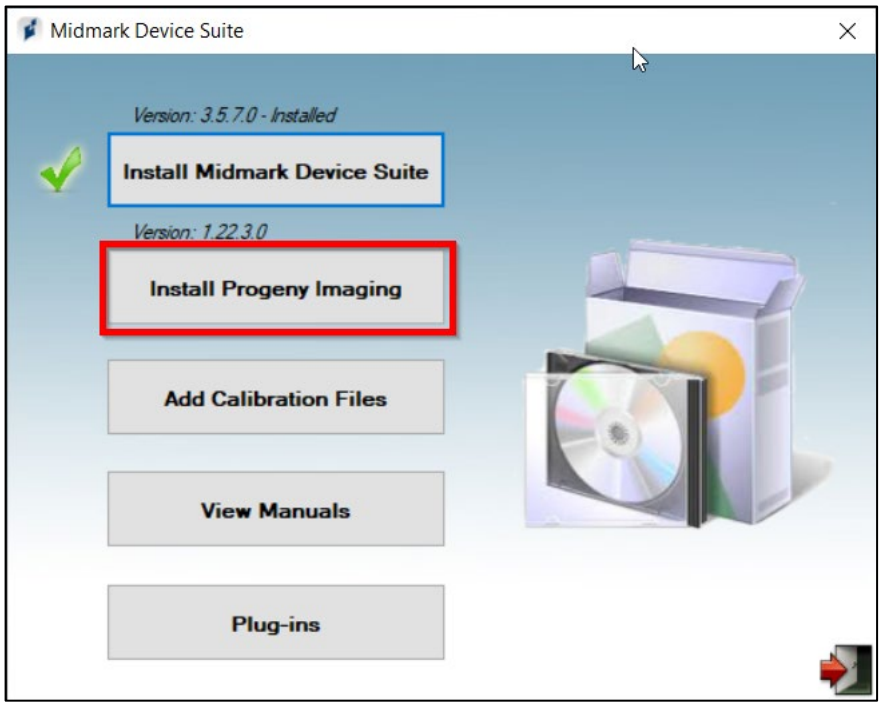

Figure 12. Installation of the Midmark Device Suite is complete; starting the Progeny Imaging installation.
- On the main installation screen, there will now be a green check mark next to "Install Midmark Device Suite," indicating that the installation is complete. (See Figure 12 below.) Continue by clicking on the "Install Progeny Imaging" button to install Progeny Imaging software.